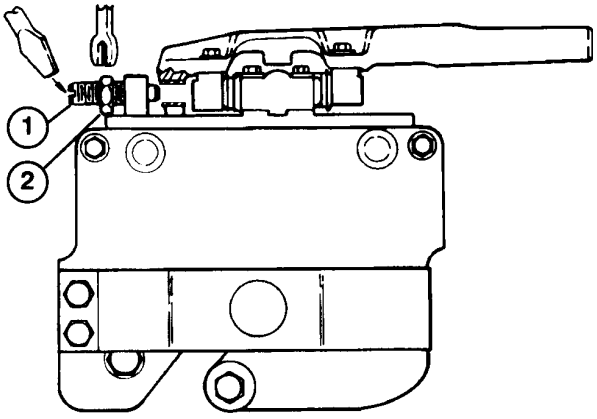
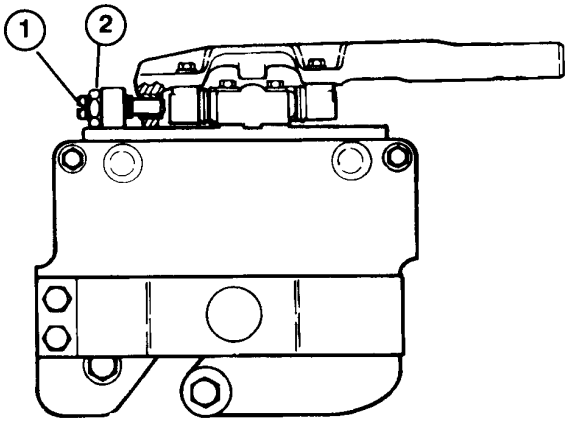

Fig. 2
Fig. 3
posizione fissa allentando il controdado sulla spina di bloccaggio (Fig. 2), ed avvitare la spina nel foro del braccio girevole (Fig. 3). Serrare il dado. Alzare i rulli anteriori perché non vengano a contatto con il piano orizzontale.
- Allentare la spina di bloccaggio in modo che l'apparato di taglio flotti liberamente (Fig. 2).